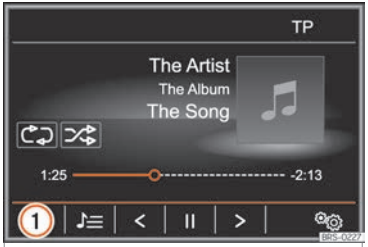

Fig. 214 MEDIA main menu.
- Press the ››› Fig. 214 1 function button and select BT Audio.